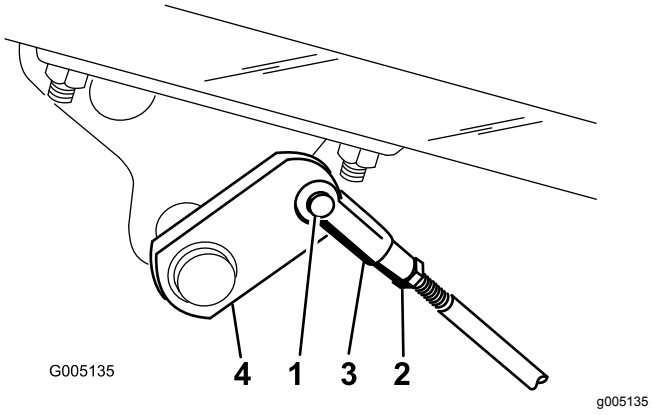

Figuur 50
A. Maak de remstangen los door de borgpen en de gaffelpen te verwijderen (Figuur 50).
B. Draai de contramoer los en stel de gaffel af (Figuur 50).
C. Monteer de gaffel aan de remas (Figuur 50).